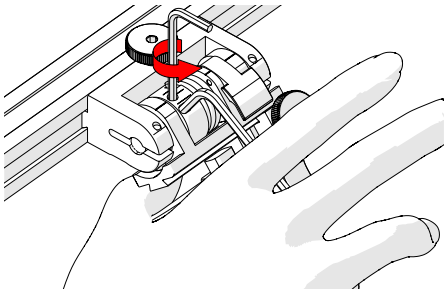

Fig. 153 - Press 3 mm hex wrench down
5. Lightly press the long arm of the 3 mm hex wrench down. Using the 2 mm hex wrench, loosen the force adjustment screw but do not remove it *(Fig. 153)*.